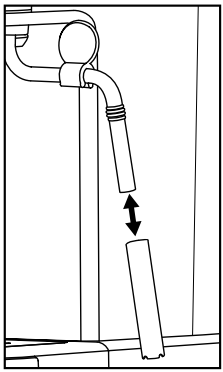

Figure 1
1) Place an empty container under the milk frother ⑩.
2) Immediately after use, turn the steam control ❼ to the " / " position and allow the steam to escape for a few seconds.
3) Turn the steam control ❼ off (as far as it will go in the direction "●"), switch the appliance off and remove the plug from the mains power socket.
5) Pull the casing of the milk frother ⑩ off (Figure 1) and clean it thoroughly in warm water.
7) Push the casing back onto the nozzle (Figure 1).